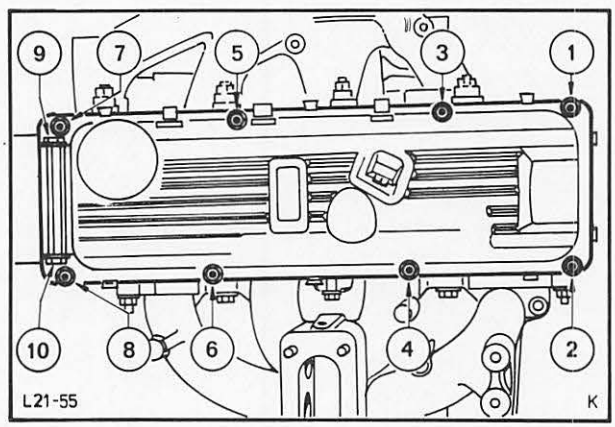

Abb. 231 Anzugsreihenfolge – Zylinderkopfhaube
4. Zylinderkopfhaube mit vorgeschriebenem Drehmoment in folgenden vier Stufen, Abb. 231, festziehen: